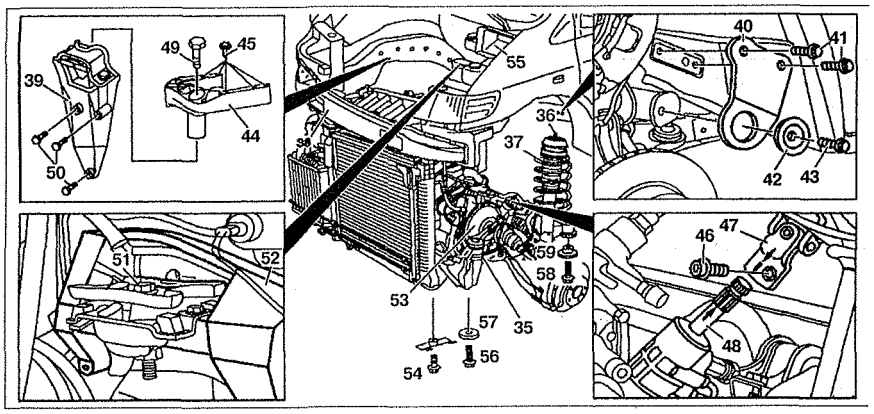

Рис. 5.3. Снятие и установка двигателя с подрамником:
17. Снимите вакуумный датчик управления давлением турбонаддува **Y80** от кронштейна на подрамнике **35** (см.рис.5.3).